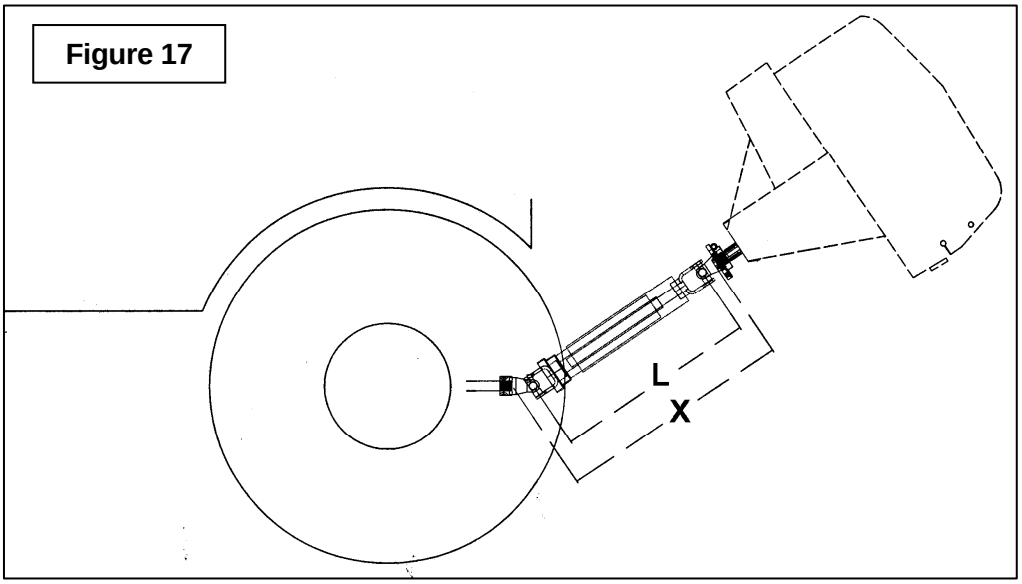

Figure 17
1. To determine the **"L"** length for your tractor model first find the **"X"** factor by measuring the horizontal distance between the end of the tractor's drive shaft and the end of the snowblower's driven shaft when the snowblower is in transport position as shown on figure 17.